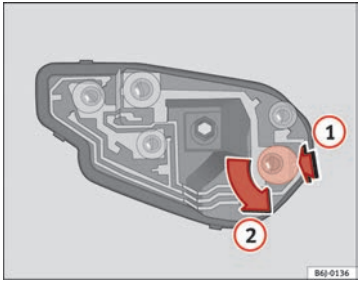

Fig. 168 Changing bulbs on tail lights
– Once the bulb holder has been removed, press downwards in the direction of the arrow (1) and at the same time, turn in the direction of the arrow (2) ⇒ Fig. 168.